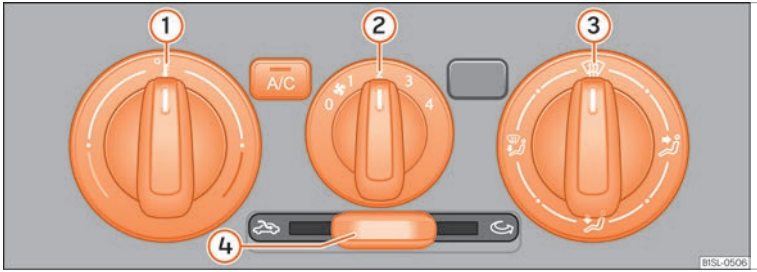

Fig. 39 Centre console, top section: controls for the manual air conditioning and the heating and fresh air system.
Switching off	It is switched off by turning the central control ② to the 0 ››› Fig. 39 position.
Temperature	The left rotary adjuster (1) ››› Fig. 39 is used to adjust the temperature.
Fan The central rotary adjuster (2) ››› Fig. 39 is used to adjust fan speed.
Air distribution	The right rotary adjuster (3) ››› Fig. 39 is used to adjust air distribution. : The air is distributed towards the upper part of the body through the dash panel air vents. : Air distribution to footwells. : Air distribution towards the windscreen and the footwell. : **Removing ice from the windscreen**. Ice is removed from the windscreen as fast as possible and the windscreen is demisted (defrost function).
Air recirculation The slider (4) ››› Fig. 39 is used to switch air recirculation on and off ››› page 129.